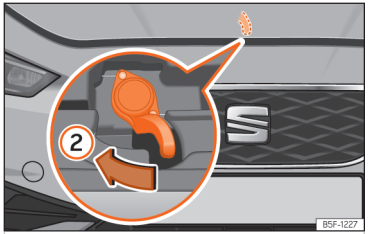

**Fig. 220** Lever under the bonnet.
- To lift the bonnet, press towards the left on the lever located under the bonnet, in the centre ››› **Fig. 220** ②. The fastening hooks are unlocked.